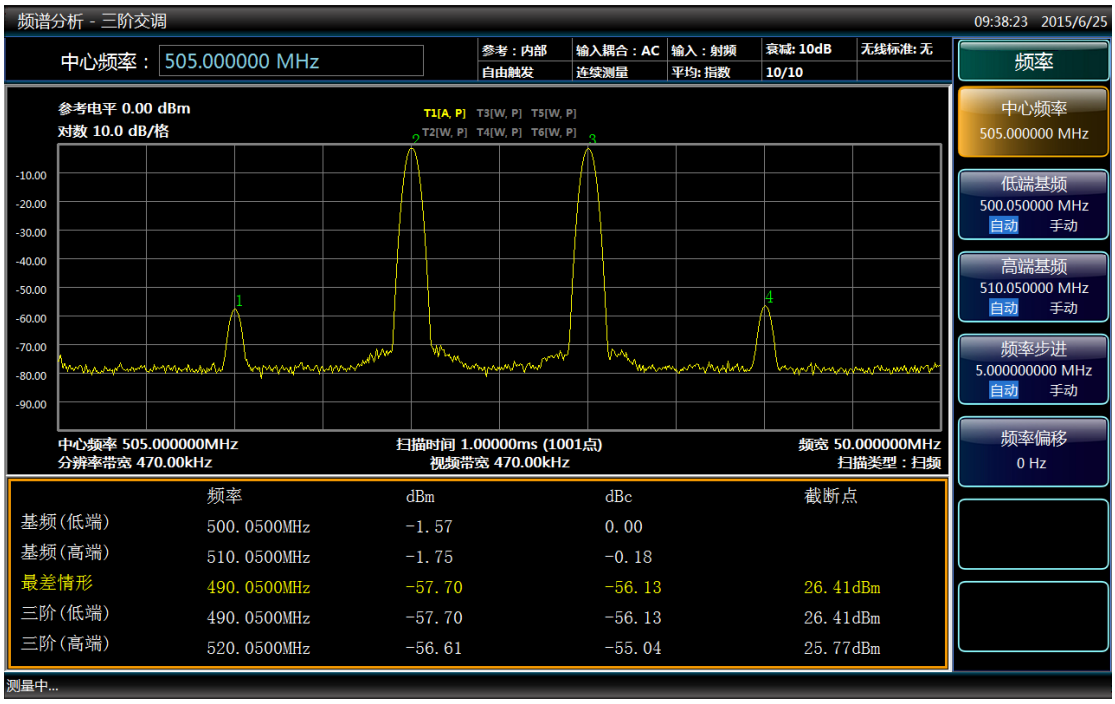

图 4.79 三阶交调测量结果
- 三阶交调测量结果显示如图 4.79 所示。文本窗口显示了基波频率和功率，以及三阶交调频率和功率，并给出了三阶截断值。